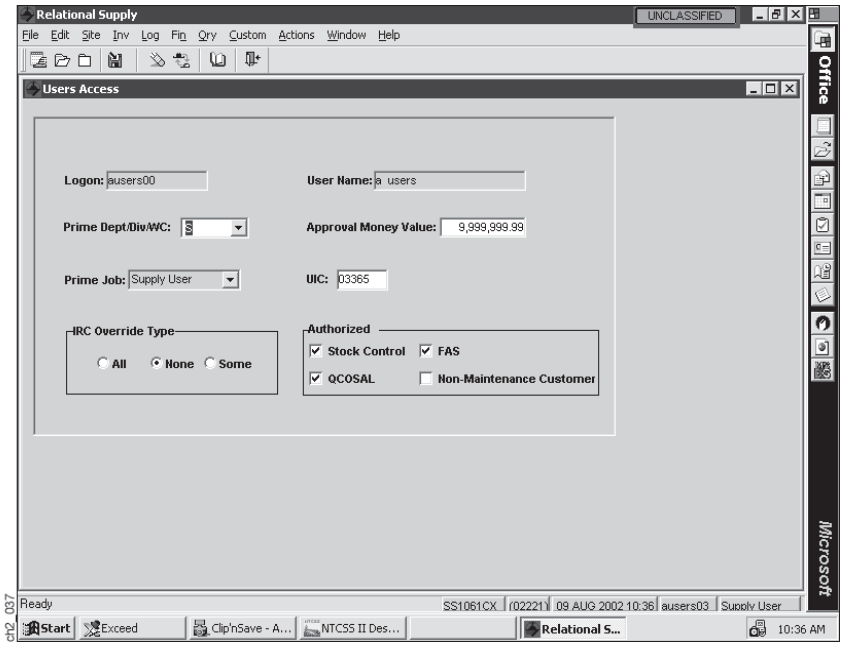

Figure 2-51
(1) Step 1. On the User's Access Screen above (Figure 2-51), select another option from the drop-down list in the Prime Dept/Div/WC Data Block to change the default setting.